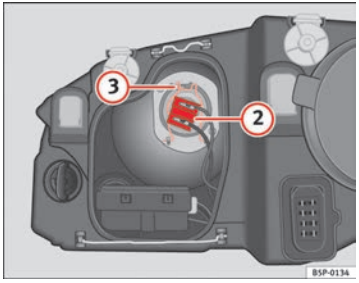

Fig. 186 Dipped beam headlights
– Remove the connector ⇒ page 274, fig. 186 (2) from the bulb.
– Unclip the retainer spring ⇒ page 274, fig. 186 (3) pressing inwards to the right.